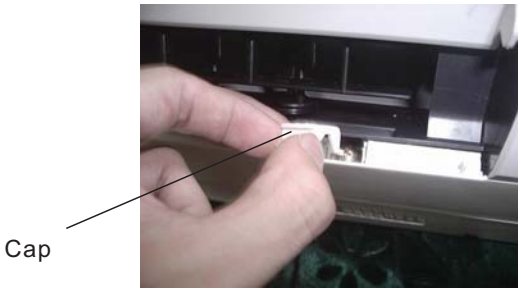

Fig. 3
1.Remove the two caps at the discharge port (right and left) (Fig. 3)